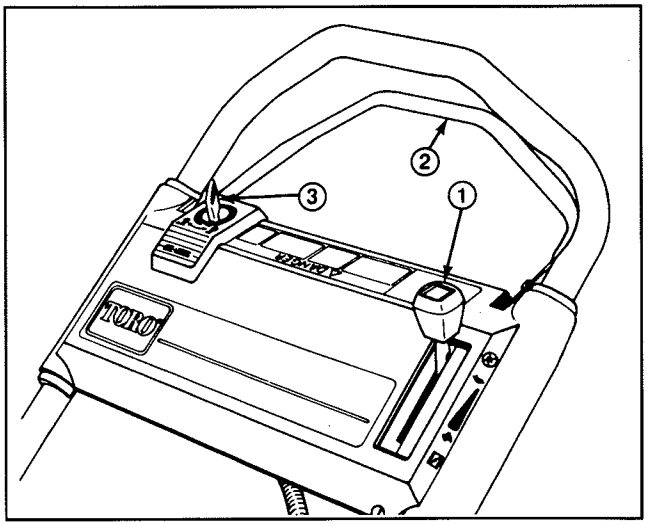
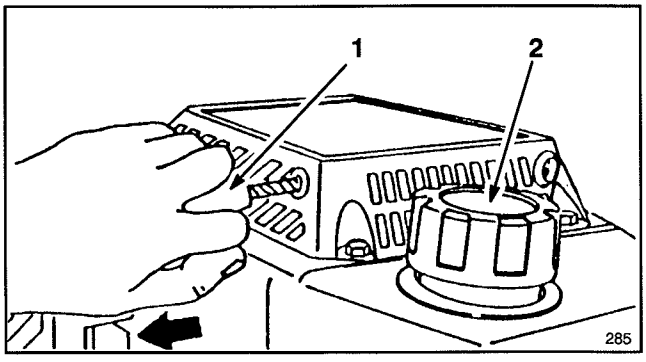
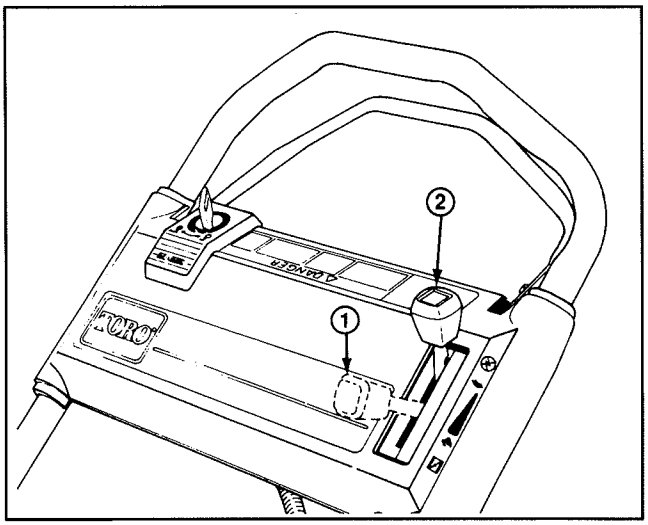

Figure 8
Figure 9
Figure 10
CONTROLS—Key switch (electric start model), throttle, and self-propel control bar are on upper handle (Fig. 8). Recoil starter is on top of engine (Fig. 9).
2. KEY-LECTRIC STARTING (electric start model)—Move throttle forward to CHOKE position (Fig. 10). Turn key (Fig. 8) to START and release when engine begins running. Move throttle rearward to FAST position or regulate engine speed as desired. If the battery's charge is too weak to start the engine, use the recoil starter (Fig. 9).
3. MANUAL STARTING—Move throttle forward to CHOKE position (Fig. 10). Pull engine mounted recoil starter (Fig. 9) out until slack in rope is taken up. Then pull vigorously to start the engine. When engine starts, move throttle to FAST position or regulate engine speed as desired.
4. STOPPING (Fig. 10)—To stop engine, move throttle rearwards to ENGINE OFF position. Remove key from switch and pull wire off spark plug if mower will be unattended or not used.